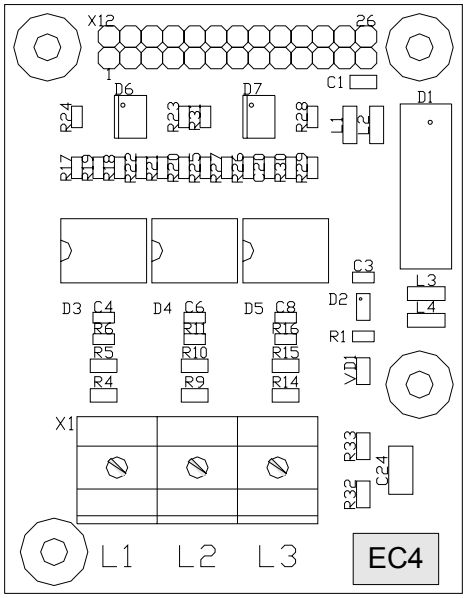

Рис. 7.10 Плата расширения ЕС4.
- *На базовую интерфейсную плату ПЧ установить плату расширения ЕС4 (рис.7.10);*